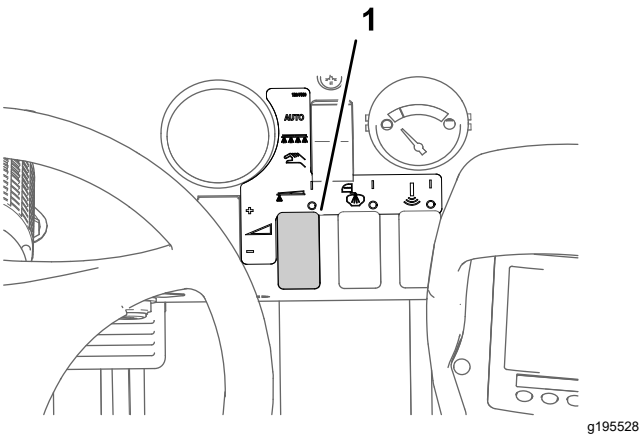

**Figur 42**
8. Använd spruthastighetsomkopplaren för att erhålla önskat tryck enligt anvisningarna i munstycksguiden som medföljer grässpridaren (Figur 42).